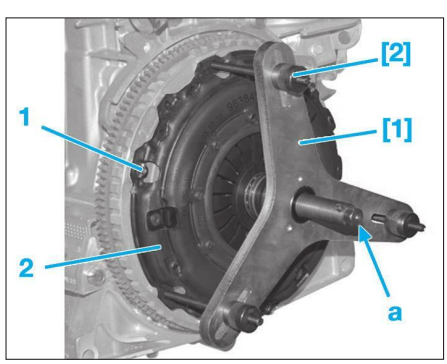

**Fig. 4**
• Mettre en place les outils [1] et [2] **(Fig.4)**.
• Reposer les vis (1).
• Détendre le mécanisme d'embrayage (2) en agissant sur la vis centrale (a).
• Reposer les vis manquantes (1).